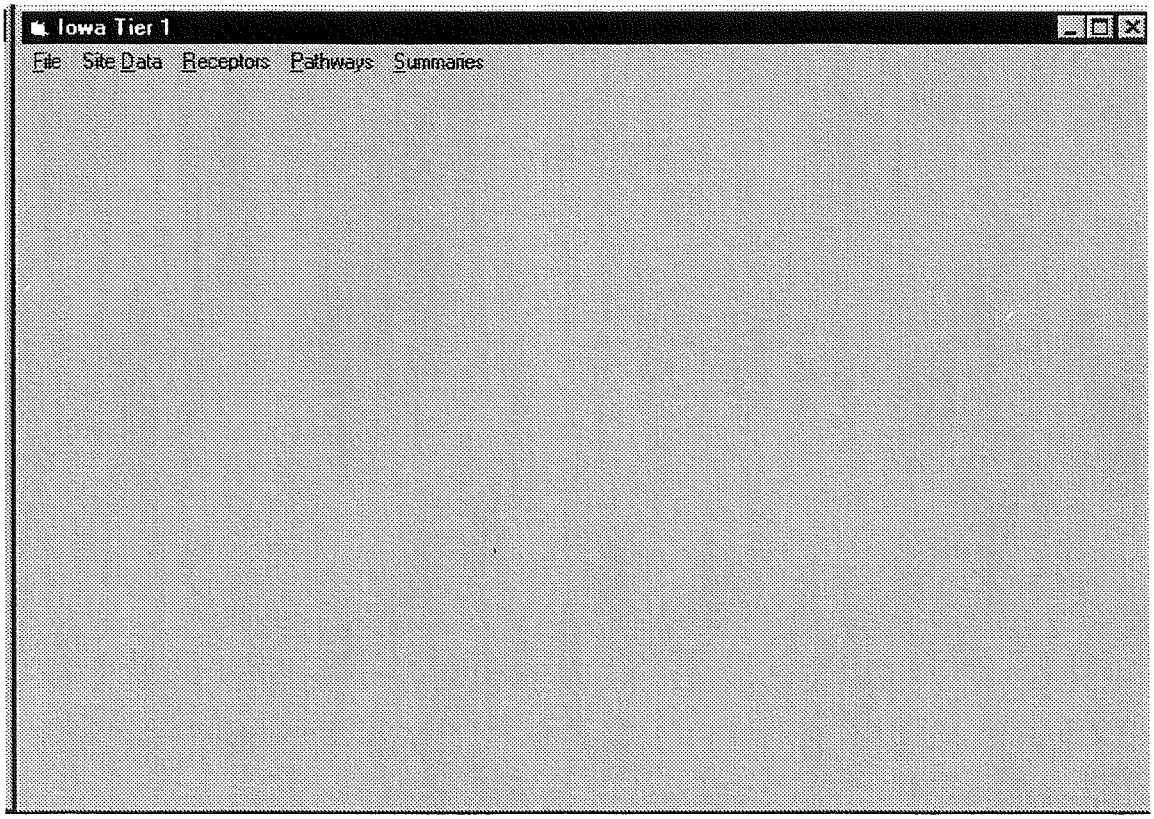

Figure 1. Main form for the Iowa RBCA Tier 1 Program
When you start Tier 1 you will see a start up screen that is displayed temporarily as the program starts up, before coming to the Main form. An example of the Main form is shown as Figure 1. The Figures are to help you determine whether you are at the right location in the Tier 1 program, as we work through the tutorial. Figure 1 is shown using the style of Windows 95 or Windows NT 4.0. If you use Windows 3.1 the style will be different, but the same form titles and headings will be present.
The Main form (Figure 1) provides the backdrop for the program. All features of the program are accessed from the Main form. The title of the Main form is Iowa Tier 1, and there are five (5) items on the Main form menu bar: File, Site Data, Receptors, Pathways and Summaries. A click on a menu bar item will lead to a form required for the Tier 1 evaluation.